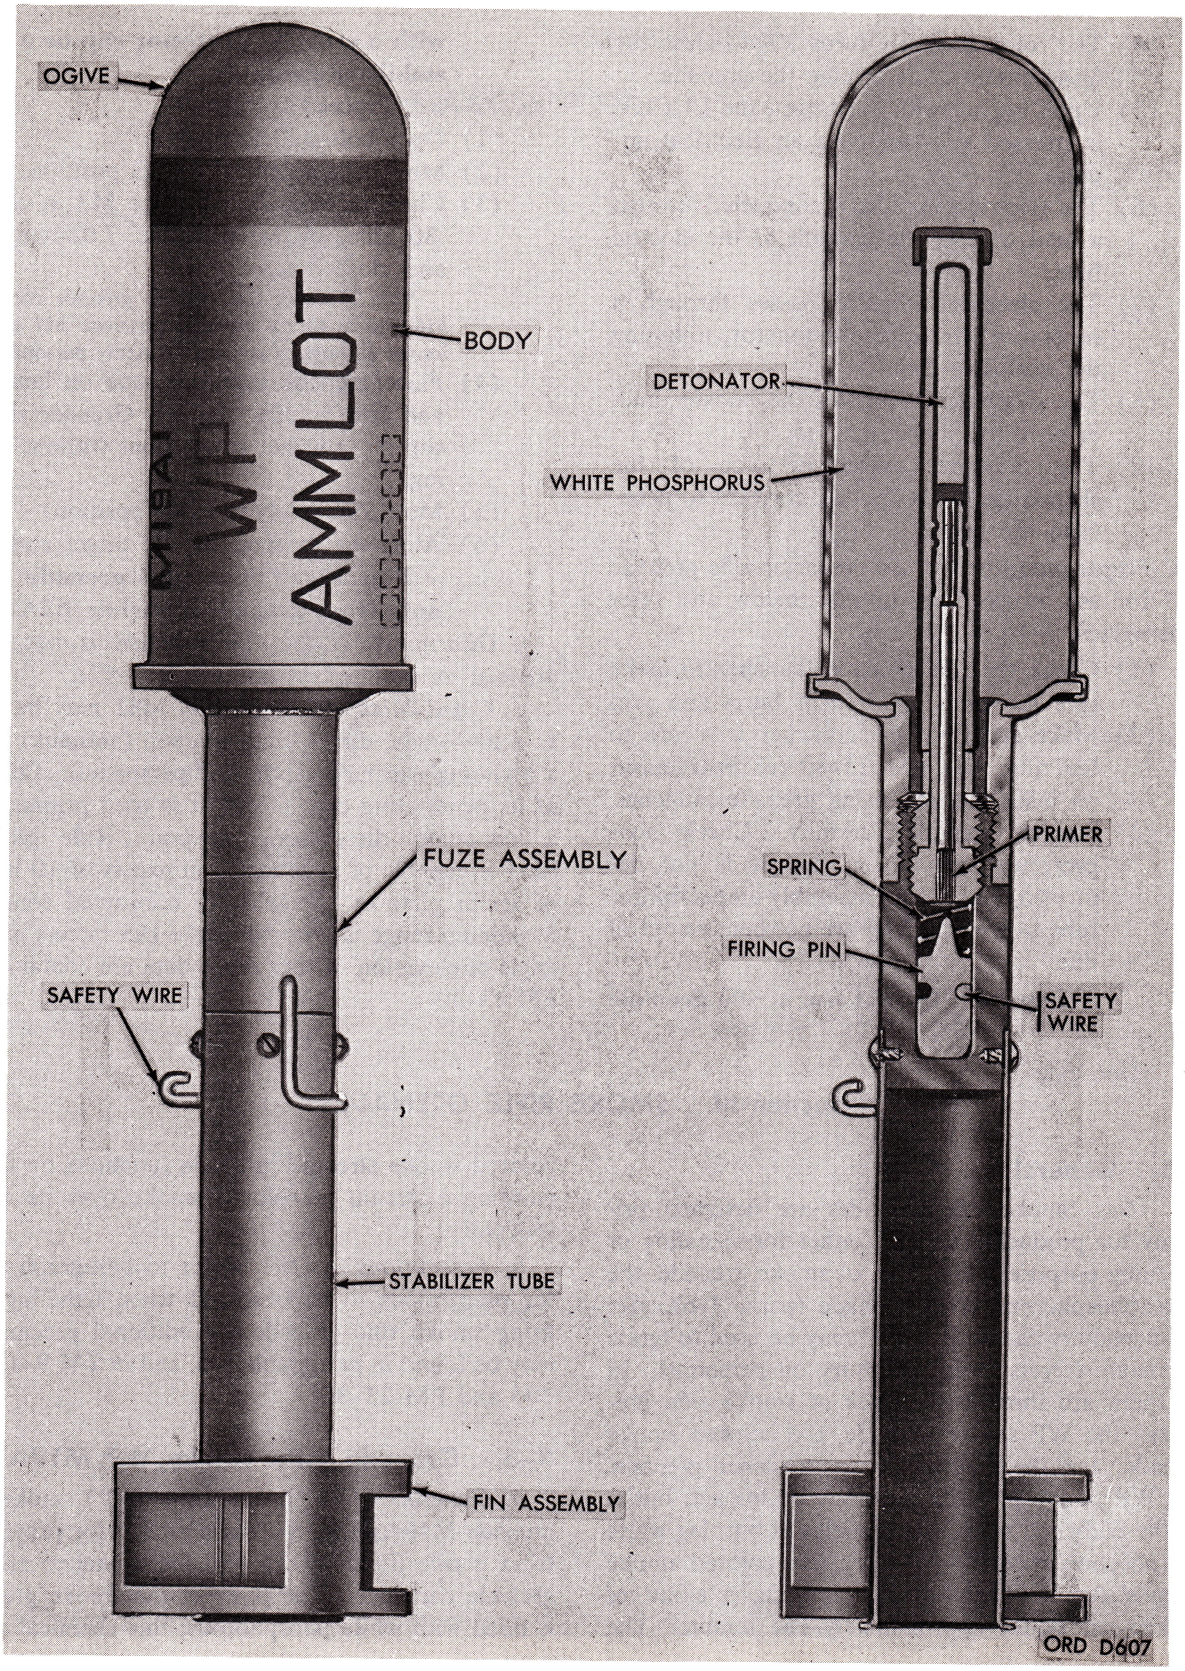

Figure 3–3. Grenade, rifle: smoke, WP, M19A1.
a. General. White phosphorous (WP) smoke rifle grenade M19A1 (fig. 3–3) is designed for projection from a rifle fitted with a grenade launcher using a grenade cartridge. The body of the smoke grenade is filled with white phosphorous; this chemical agent